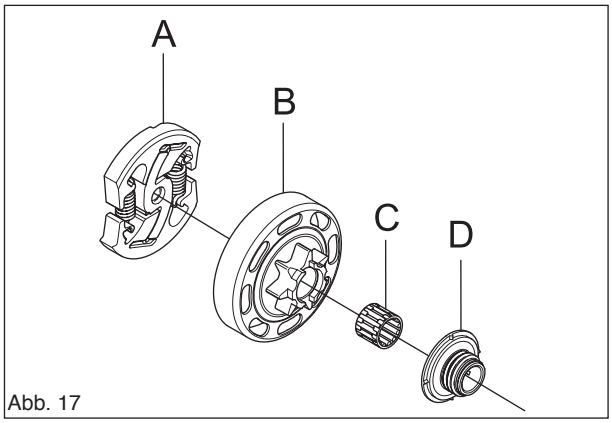

Abb. 17
Zentrifugalkupplung (A) ausbauen. Kupplungstrommel (B), Nadellager (C) und Pumpentreibrad (D) lösen. (Siehe Abb. 17.)